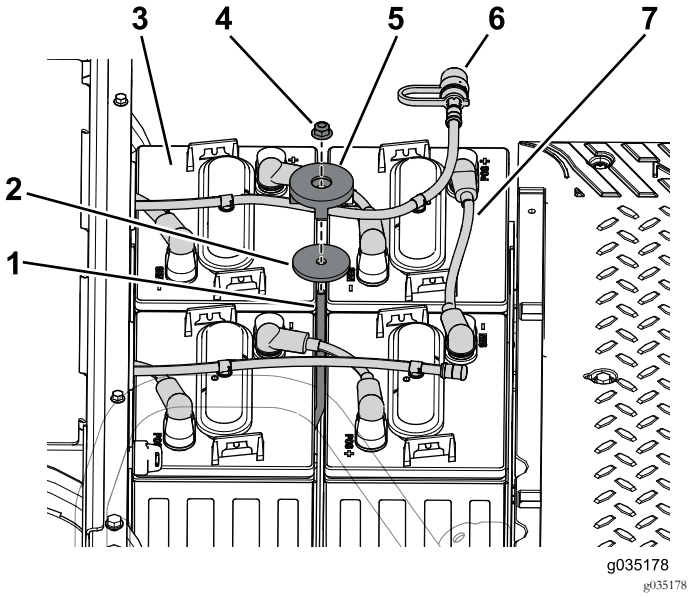

Figuur 56
1. Verwijder de flensmoer, de aandrukstang van de accu en de ring waarmee de accu's vastzitten op de accubak (Figuur 56).
2. Maak de waterslang los van de accu's in de voorste accubak (Figuur 56).